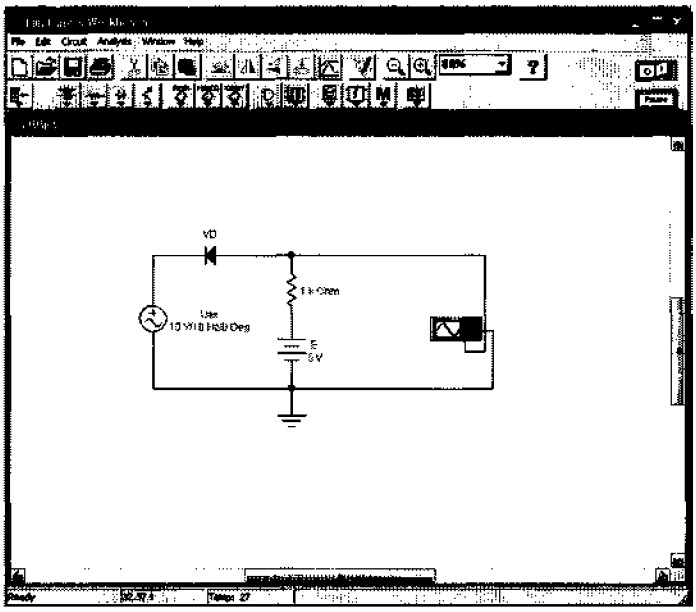

Рис. 40. Схема для исследования последовательного амплитудного ограничителя с ненулевым порогом ограничения сверху
1.1. Соберите схему для исследования последовательного амплитудного ограничителя с ненулевым порогом ограничения сверху (рис. 40).
5. Не выполняя компьютерного моделирования, измените в схемах на рис. 40 и 42 полярность источника E и начертите временные диаграммы выходного напряжения, предполагая, что на вход подается синусоидальное напряжение